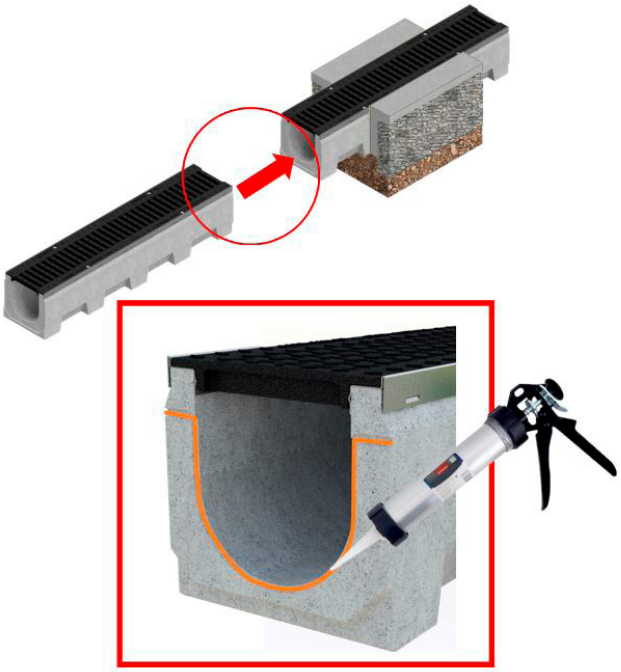

Bild 2
- Die rinnen sind mit einem männlichen/weiblichen gelenk ausgestattet, das dichtungsmittel auf den entsprechenden schlitz im männlichen gelenk auftragen (siehe abbildung 2).